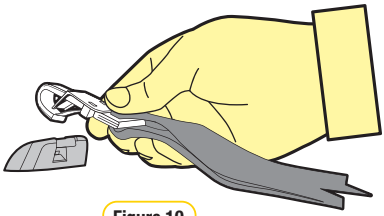

Figure 10
**Step 9:** Hook the attachment clip to the upper anchor fitting (refer Figure 10).